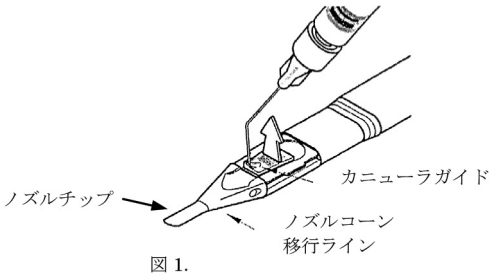

図 1.
3. 図1のとおり、カニューラガイドからシステム内に粘弾性物質†注入用カニューラを十分に挿入する。粘弾性物質がノズルコーン移行ラインに到達するまで満たす（約0.2mL）。